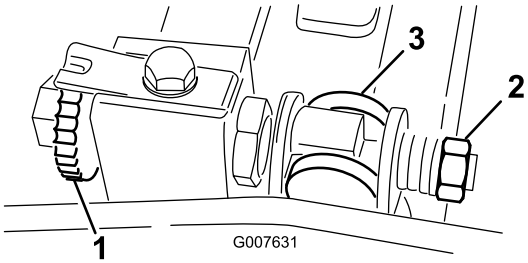

**Figura 58**
1. Rode o parafuso de ajuste da barra de apoio no sentido contrário ao dos ponteiros do relógio, para afastar a lâmina de corte do cilindro (Figura 58).
2. Faça recuar a porca da mola tensora até que a anilha deixe de estar sob tensão contra a barra de apoio (Figura 58).